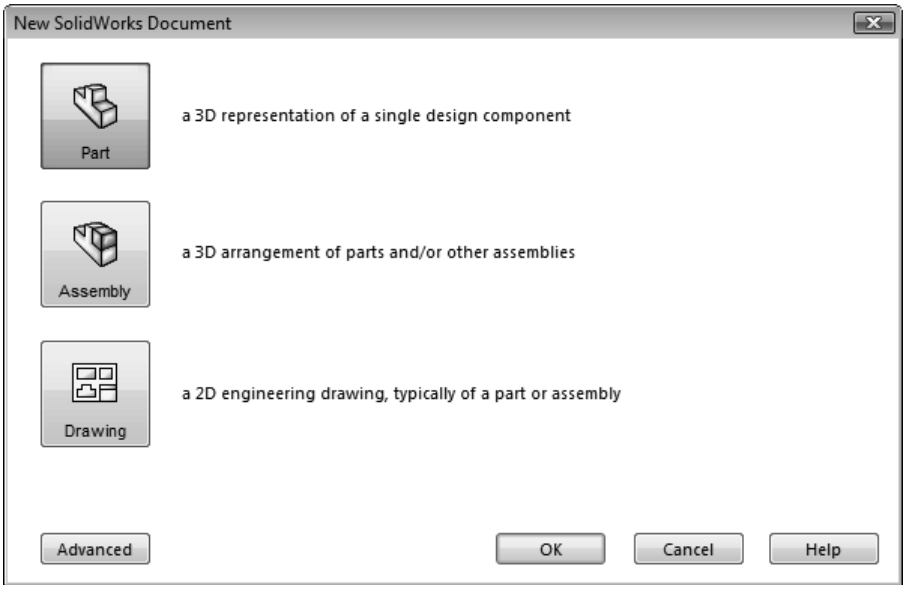

Figure 2-57 *The* ***New SolidWorks Document*** *dialog box*
2. Choose the **New Document** option from the **Getting Started** rollout of the **SolidWorks Resources** task pane; the **New SolidWorks Document** dialog box is displayed, as shown in Figure 2-57.